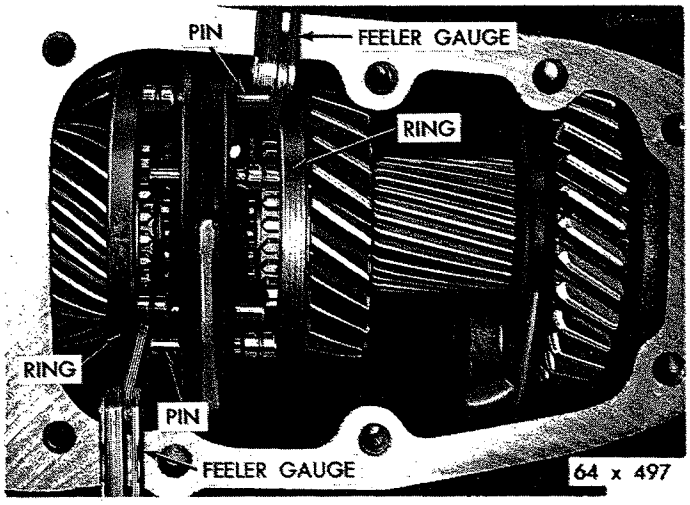

*Fig. 13—Measuring Synchronizer "Float"*
(1) Remove bolts that attach cover to the case. Remove cover then discard the gasket.
(2) Using a pair of feeler gauges, measure synchronizer float. The measurement of the "float" should be taken before any further disassembly of transmission is attempted.
(3) The synchronizer "float" should be between .050 and .090 inch, when measured between synchronizer outer ring pin and opposite synchronizer outer ring (Fig. 13). This measurement must be made on two pins, 180 degrees apart with equal gap on both ends for "float" determination.
(4) There should be a snug fit between pins and outer rings, similar to that obtained when measuring with a micrometer.